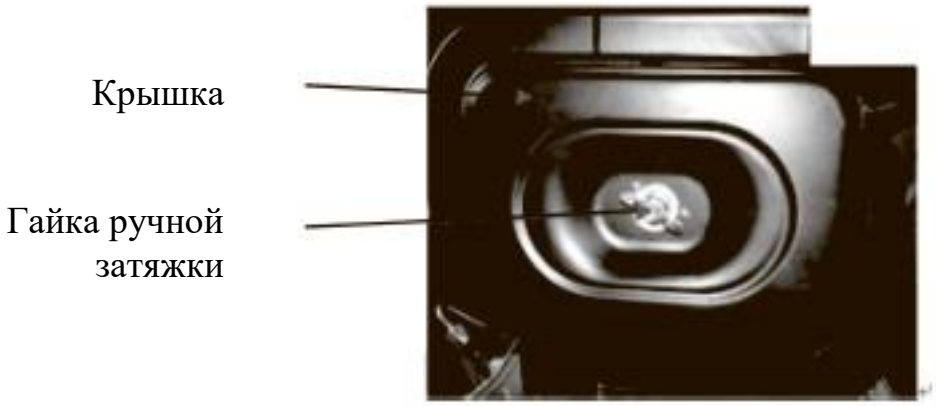

Рис. 17
- Открутите гайку ручной затяжки и снимите крышку воздушного фильтра (см. Рис. 17)